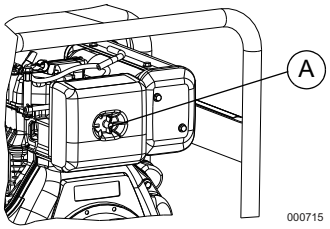

Figure 4-3. Air Filter Assembly
1. See ***Figure 4-3***. Turn knob (A) and remove air filter cover.